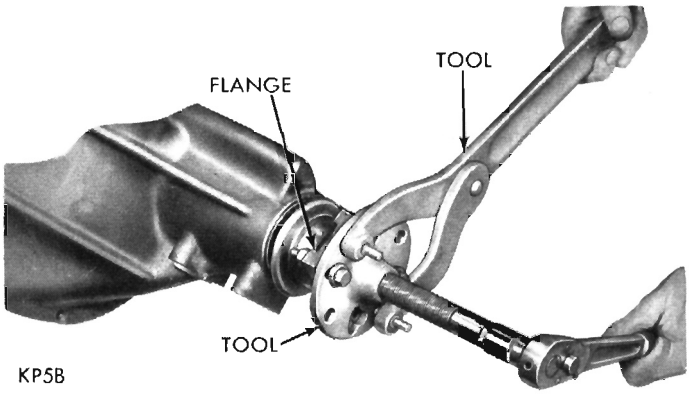

Fig. 16—Removing Companion Flange
(2) Rotate drive gear several complete revolutions while noting total indicator reading. Mark drive gear and differential case at point of maximum runout. The marking of differential case will be very useful later in checking differential case runout. Total indicator reading should be no more than .005 inch. If runout exceeds .005 inch the differential case may be damaged, and a second reading will be required after drive gear has been removed. This operation is covered during "Differential Disassembly". Remove dial indicator.
(3) With Tool C-3281 hold companion flange and remove drive pinion nut and Belleville washer.
(4) Install companion flange remover Tool C-452 and remove flange (Fig. 16).
(5) Using a screwdriver and hammer, remove the drive pinion oil seal from the carrier.
(6) While holding one hand over nose end of carrier, invert carrier in stand. The front pinion bearing cone, shim pack and bearing spacer (where used) will drop from carrier.